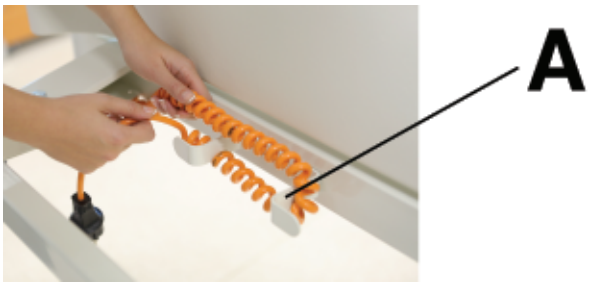

Abbildung 6 – Lagern des Netzkabels
Zum Lagern des Netzkabels das Netzkabel um die Kabelaufwicklung (A) unter dem Kopfende des Produkts wickeln (Abbildung 6).